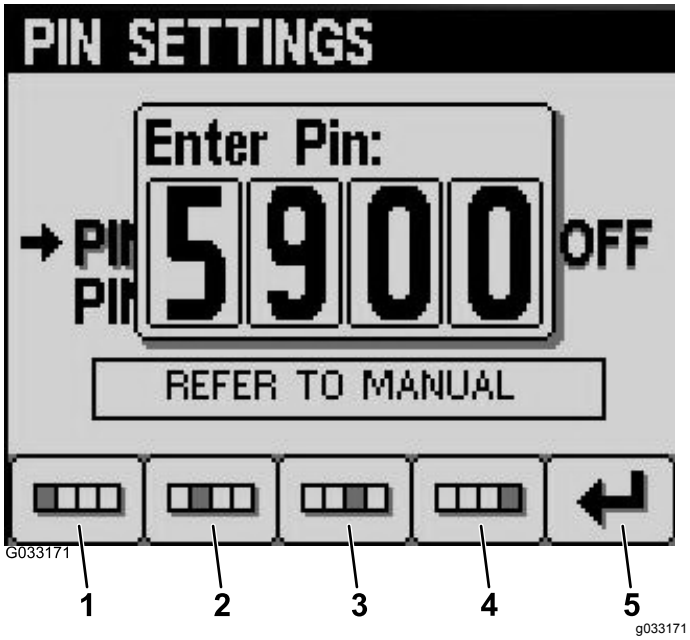

Figur 23
6. Angi standard PIN-kode, 5900, i skjermen Angi PIN ved hjelp av knappene 1 til 4 for å velge sifre og trykk på knapp 5 for å fullføre PIN-koden (Figur 23).